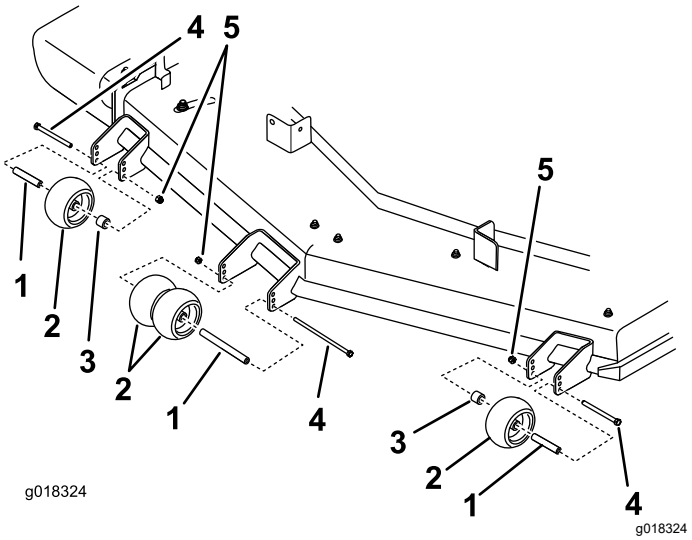

Figura 23
4. Asegúrese de que los espaciadores y los casquillos están instalados (Figura 23).